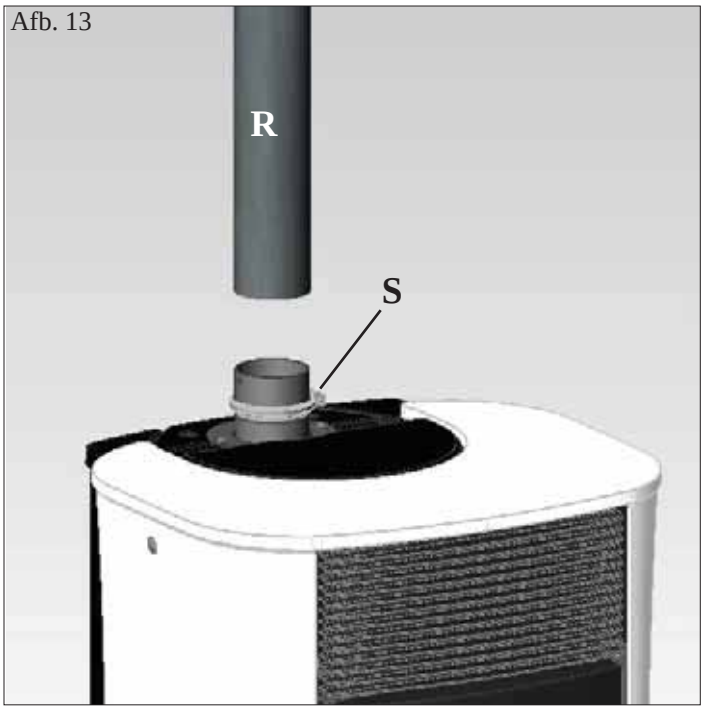

Afb. 13
- De schoorsteen monteren (R - fig. 13) (niet meegeleverd) en deze vastmaken met kraagje (S - fig. 13) (niet meegeleverd).